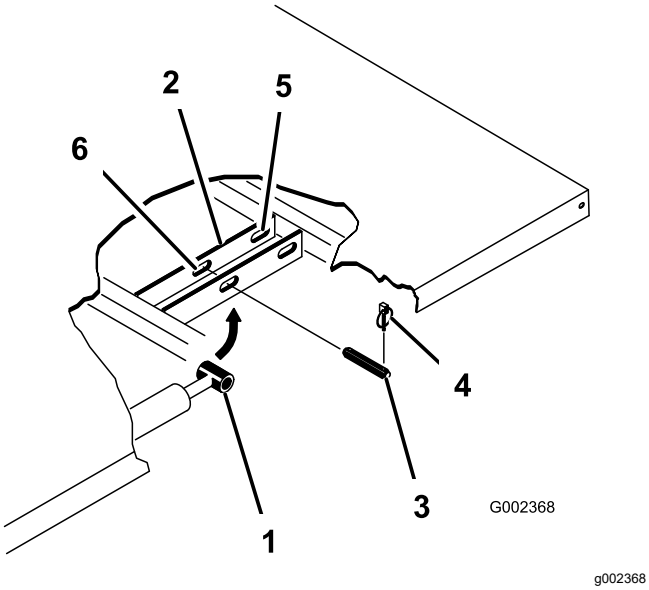

Figur 33
3. Tag ringstifterne af de yderste ender af cylinderstangens gaffelbolte (Figur 33).
4. Afmonter de gaffelbolte, der fastgør cylinder-stangens ender til ladmonteringspladerne, ved at skubbe boltene indad (Figur 33).
5. Afmonter de ringstifter og gaffelbolte, der fastholder aksebeslagene på stelkanalerne (Figur 33)